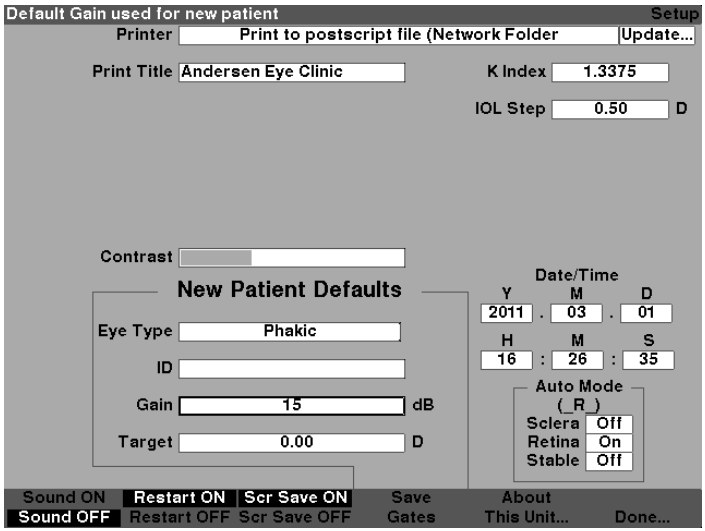

Figure 5-50 Default Gain Field Changed
4. When the gain is at the appropriate level, press either the knob or the √ button, to save the adjusted value and to deactivate the field as shown in figure 5-50.